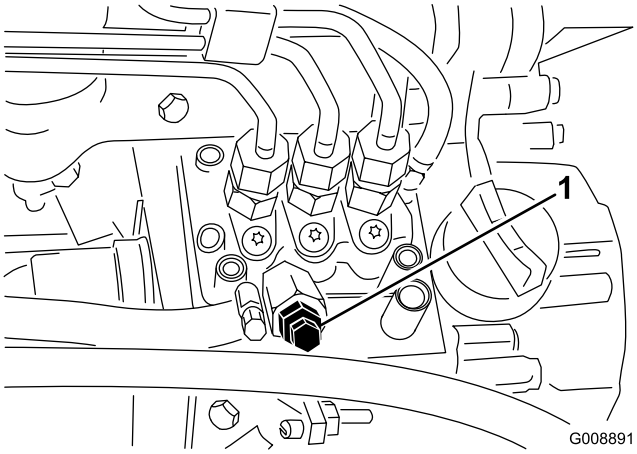

Figur 43
3. Öppna avluftarskruven på insprutningspumpen (Figur 43).